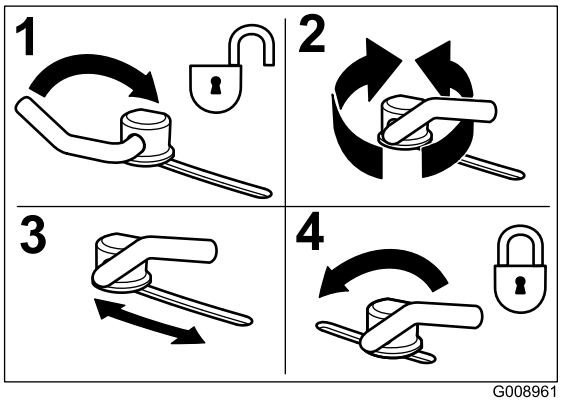

**Figure 31**
3. Pour régler les verrous à came, soulevez le levier pour desserrer le verrou (Figure 31).
5. Repoussez le levier à sa position d'origine pour serrer le déflecteur et les verrous (Figure 31).